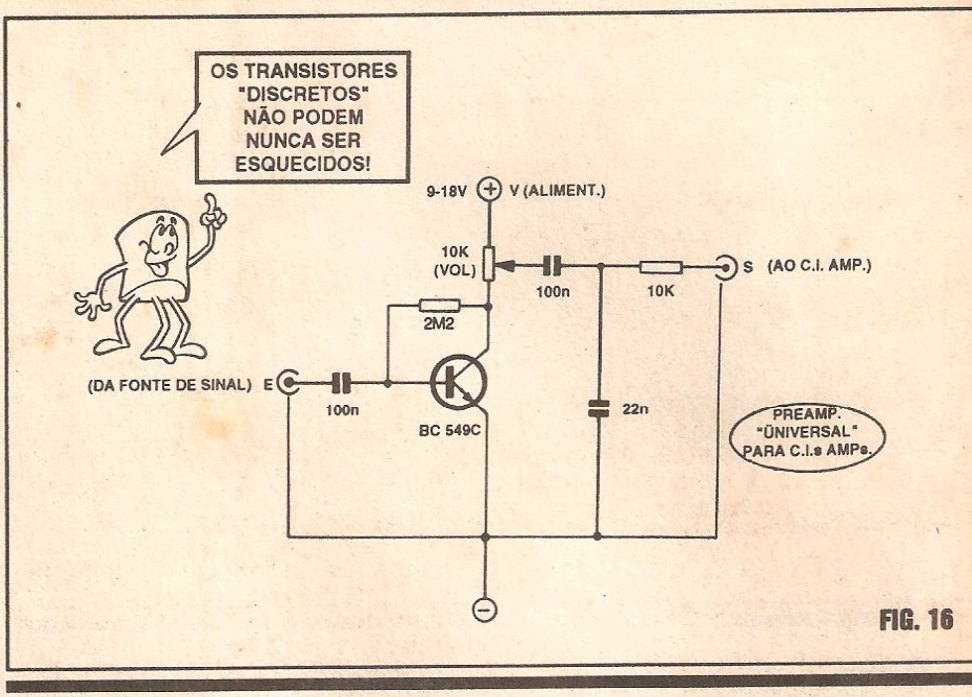

FIG. 16
- **FIG. 16** - UM ''REFORÇADOR'' DE ENTRADA PARA **IPAs**... - Normalmente, os IPAs têm uma boa sensibilidade de Entrada, entendendo-se por tal termo a capacidade de ''aceitar'' bem sinais com níveis não muito altos (em Tensão...) e - mesmo assim - promover uma boa e Potente amplificação final, livre de distorções... Entretanto, na prática, deparamo-nos com alguns probleminhas nesse campo: algumas fontes de sinal, notadamente microfones dinâmicos (magnéticos), cápsulas fonocaptoras magnéticas e outros transdutores, emitem sinais com nível de Tensão **muito** baixo (alguns com ''picos'' de menos de 50